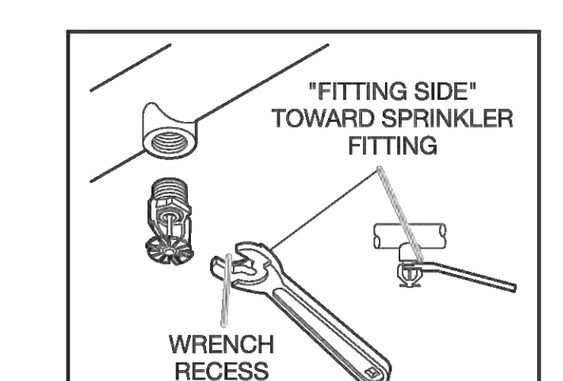

FIGURE 2
Step 2. Wrench-tighten the Model ESFR-14 Sprinkler using only the W-Type 34 Sprinkler Wrench (Ref. Figure 2) and by fully engaging (seating) the wrench on the sprinkler wrench flats (Ref. Figure 1).